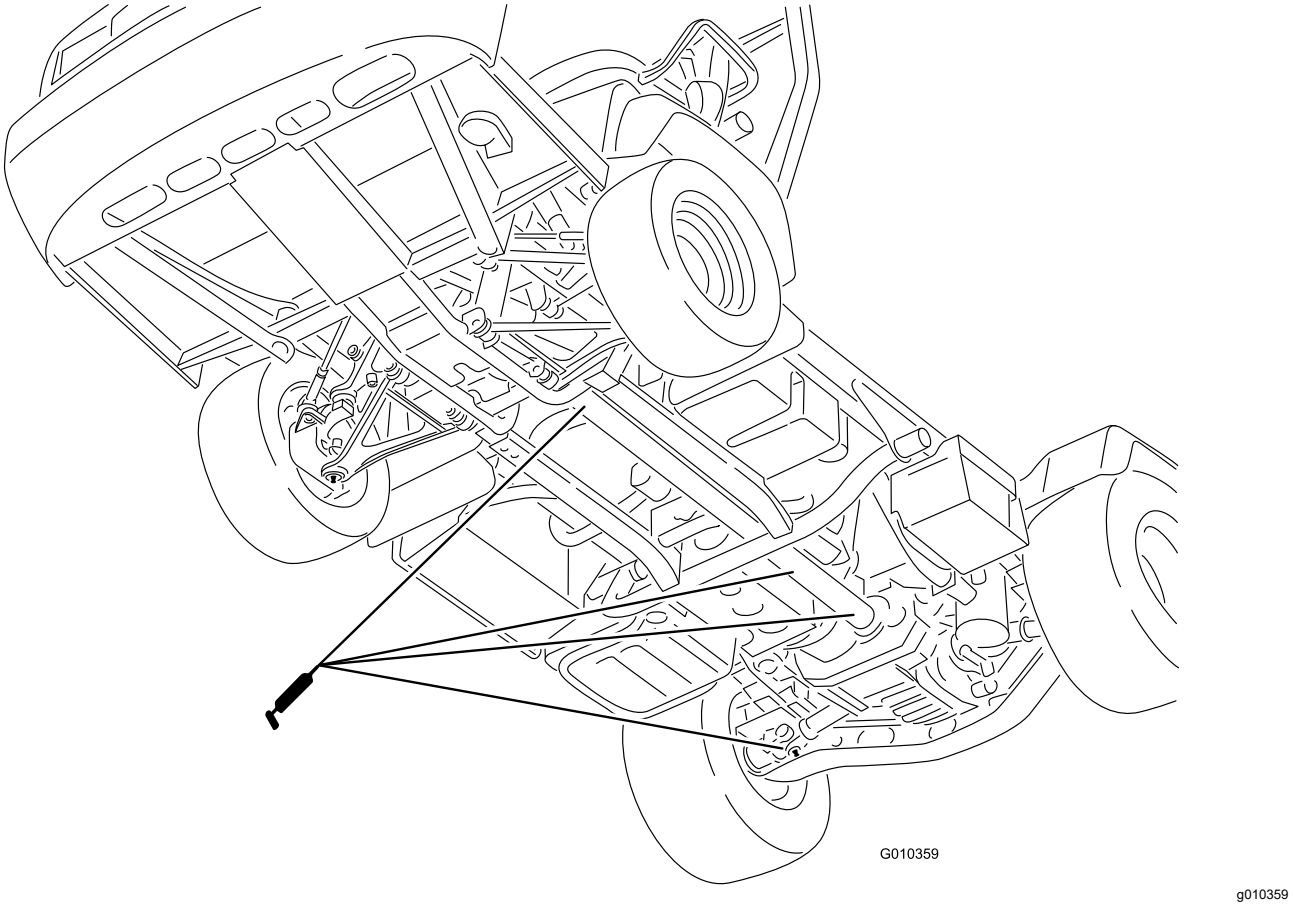

Bild 32
- **U-Gelenk (18)**; siehe Bild 32
- **Vierradantriebswelle (3)**; siehe Bild 32